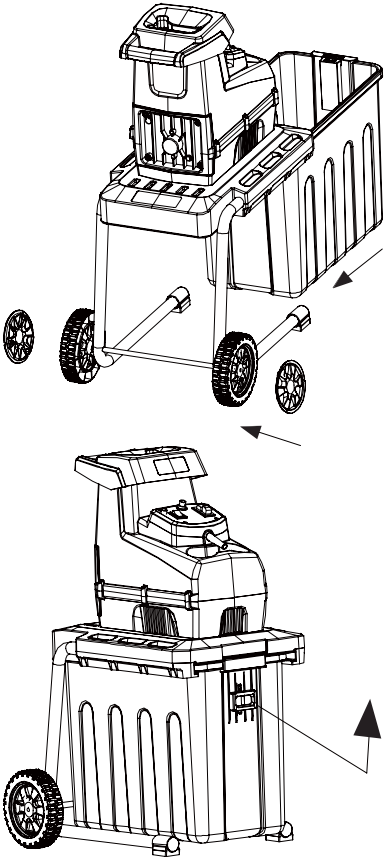

Рис. 4 Установка контейнера
5. Защелкните колпаки колес (Рис. 4).
6. Установите контейнер и заблокируйте его фиксатором (Рис. 4).